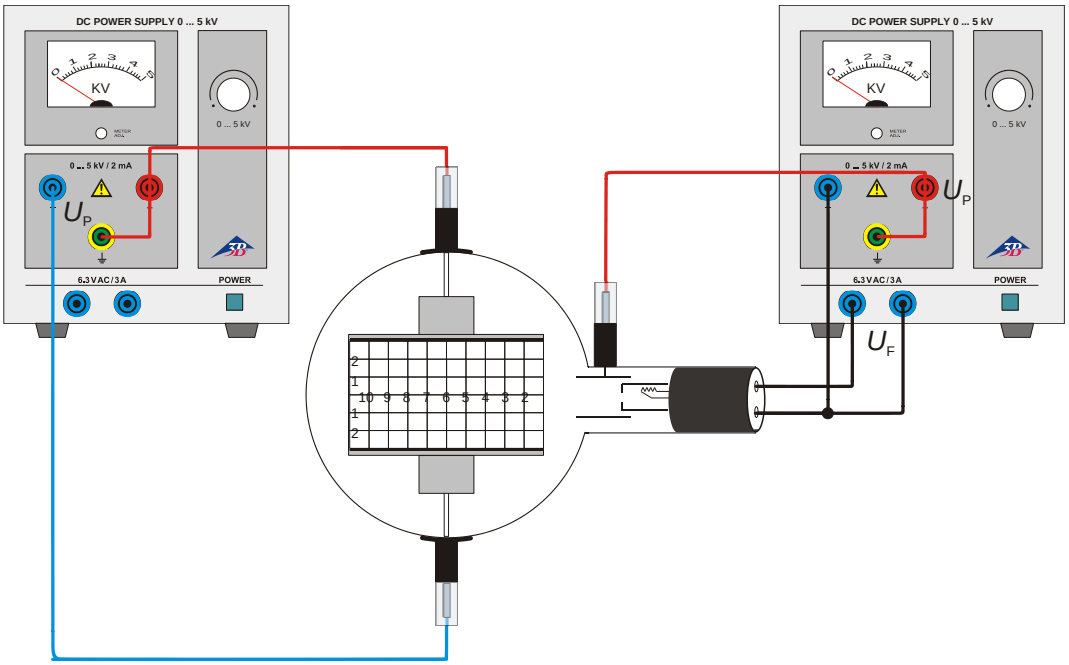

Fig.3 Elektrische Ablenkung
- Beschaltung der Röhre gemäß Fig. 3 vornehmen. Dabei den Minuspol der Anodenspannung an die mit Minus gekennzeichnete 4-mm-Buchse am Röhrenhals anschließen.
- Versuchsaufbau gemäß Fig. 3.